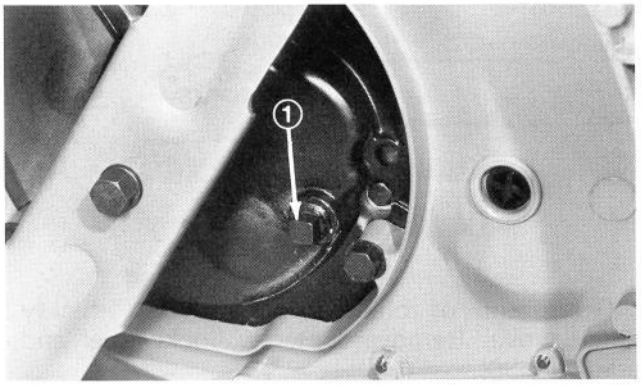

Figure 27
2. Tip mower on its right side (Fig. 27).